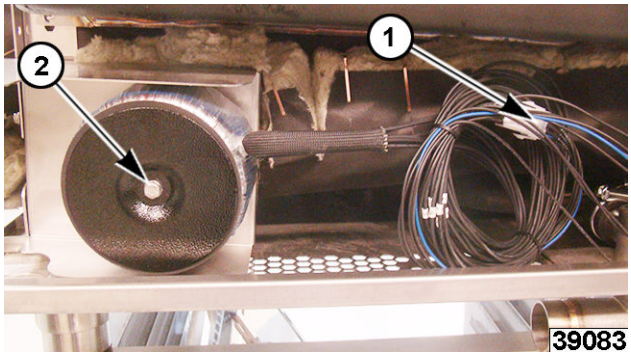

Fig. 78
2. Disconnect wire connector (1,Fig. 78).
3. Remove mounting screws (2, Fig. 78).